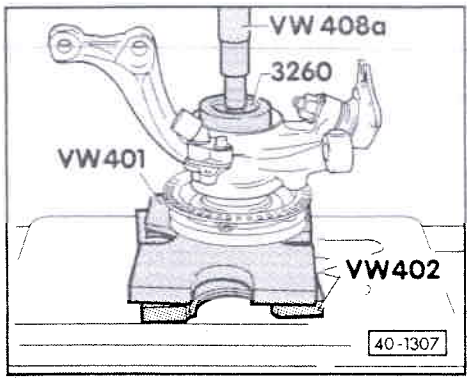

Fig. 6 Moyeu de roue : emmanchement à la presse dans le roulement de roue
- Emmancher à la presse => fig. 6